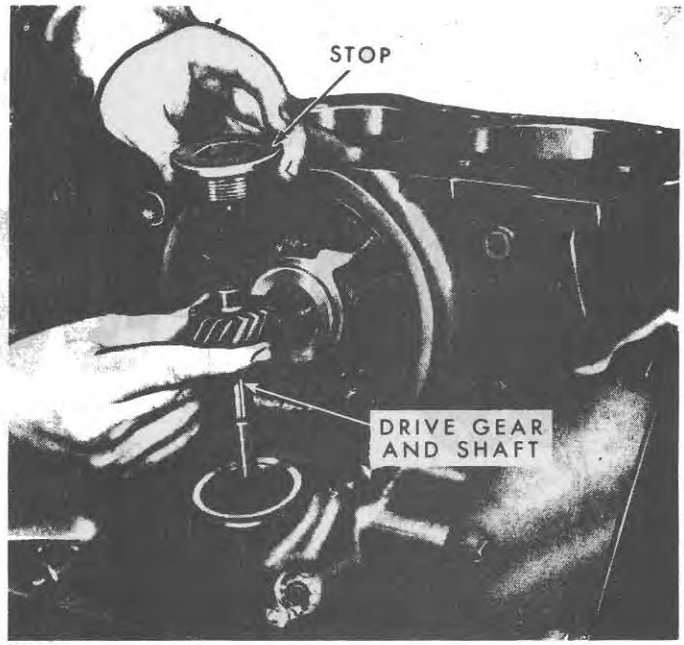

Figure 42
3. Remove the engine oil filter, and oil drain shield when installed to gain access to the oil pump drive gear and shaft cover, Figure 42. Remove the cover and extract the drive gear and shaft.
3. Install the pump drive gear and shaft, Figure 42. Install a new gear stop gasket and install the gear stop. Install the drain shield.